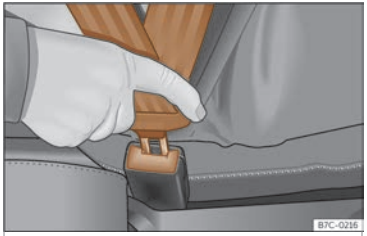

Fig. 9 Inserir a lingüeta do cinto de seguridade na súa pechadura.
- Encaste a lingüeta na pechadura do asento correspondente››› **fig. 9** .